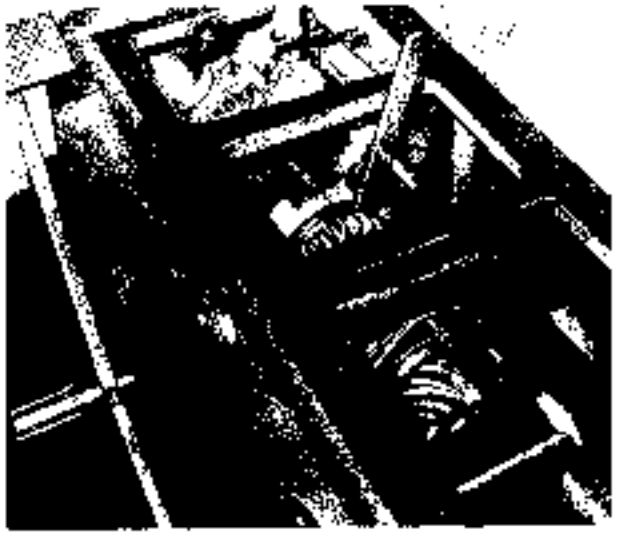

Fig. 251
16. Prop the hook spanner against the reduction shaft or against the gearbox wall. See Fig. 251 and turn the clutch or first motion shaft so as to tighten the nut.